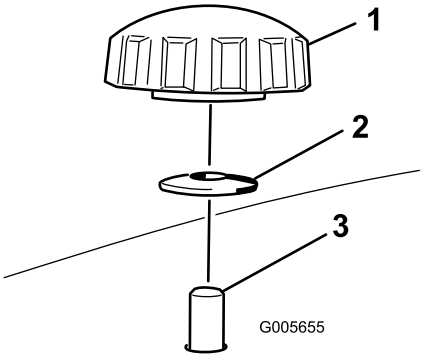
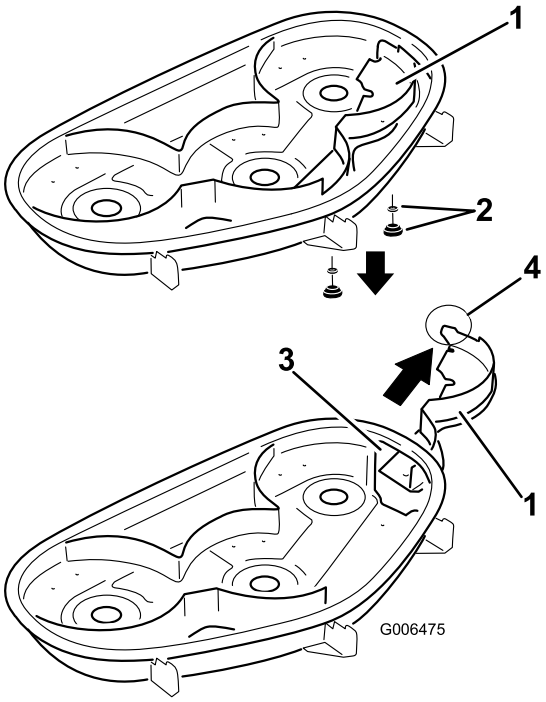

Figur 21
Figur 22
4. Ta bort de två vred och böjda brickor som fäster höger skärm vid klipparen, så som det visas i Figur 21.
5. Ta bort höger skärm och sänk ned gräsriktaren över utkastaröppningen, så som det visas i Figur 22 och Figur 21.
4. För höger skärm genom utkastaröppningen och fäst den med två vred och böjda brickor (böjda sidan mot klipparen), så som det visas i Figur 21 och Figur 22.